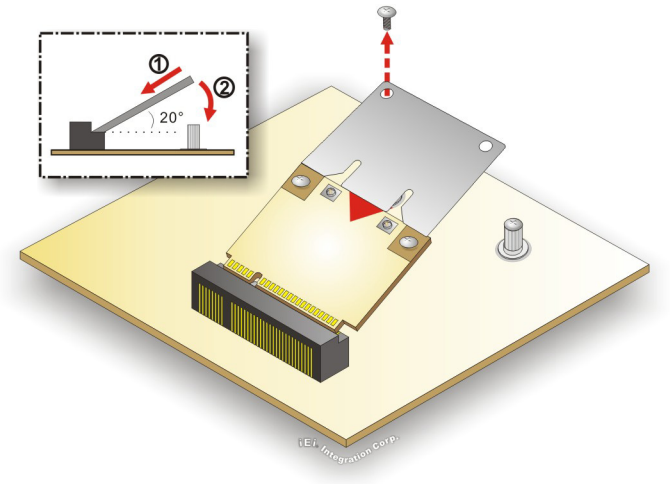

Figure 3-9: Inserting the WLAN Module
Step 6: **Insert into the socket at an angle**. Line up the notch on the WLAN module with the notch on the slot. Slide the WLAN module into the slot at an angle of about 20º (**Figure 3-9**).